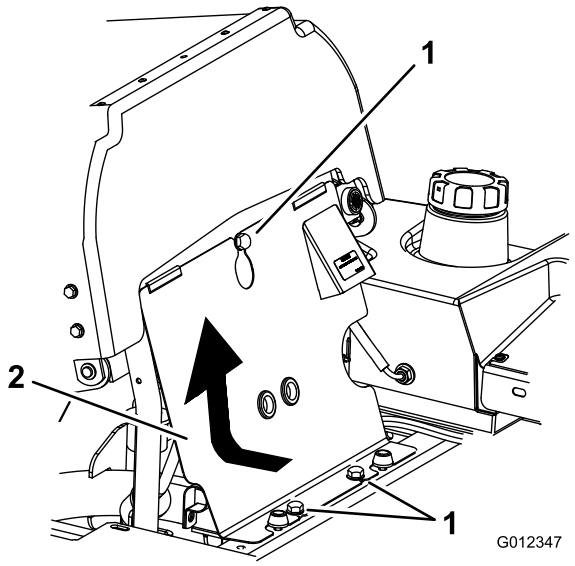

Figur 69
3. Vip sædet frem, løsn boltene, og fjern motorens frontpanel (Figur 69).